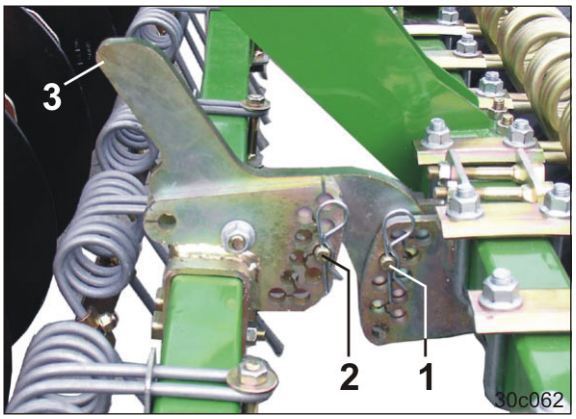

Fig. 155
6. Juster strigletændernes hældningsvinkel i forhold til jorden ved at isætte bolten (Fig. 155/2)
Sørg for, at bolten (Fig. 155/2) stikkes ind under bærearmen (Fig. 155/3) i indstillingssegmentet.
Hældningsvinklen bliver fladere, jo dybere bolten (Fig. 155/2) stikkes ind i indstillingssegmentet.
7. Hver gang bolten (Fig. 155/2) sættes et andet sted, skal den sikres med en fjedersplit.